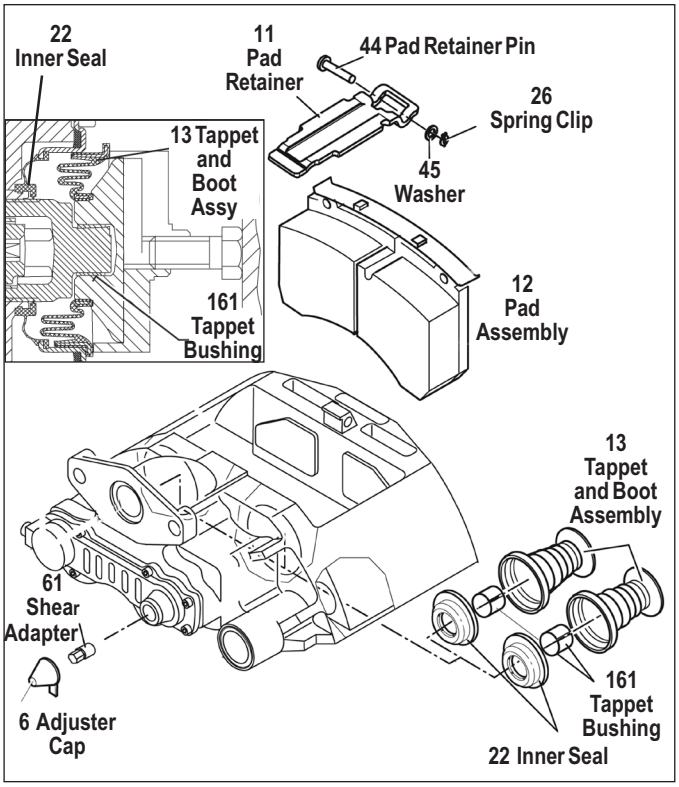

Figure 46 – ADB Exploded and Section Views
5.4.5 Reinstallation. Before installing the brake chamber, the actuator flange *(See Figure 46, arrow "C")* must be cleaned and inspected. Consult the vehicle manual. The spherical cup in the lever (19) must be greased with white grease (Part No. II14525 or K021964). Add grease to the rubber gasket on the chamber.